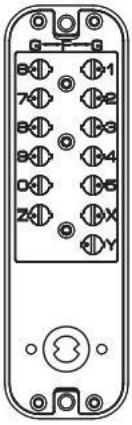

FIG4A
1)On the back of the lock body with numeric buttons,you will see the knob with slots,the point direction towards the center This position is no password status.(See figure 4A)